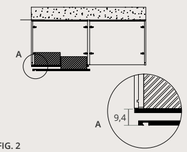

FIG. 2
- Box with Flush-fitting Sliding Door dimensions in depth equal to 9.4 cm (Fig. 2)
- Encombrement des portes en profondeur Box Coulissant coplainaire égal à 9,4 cm (Fig. 2)
- Tiefe der Fronten der Box mit ebenflächigen Schiebetüren 9,4 cm (Abb. 2)
- Espacio ocupado puertas en profundidad Box Corredero Coplanario igual a 9,4 cm (Fig. 2).
- Габариты раздвижных компланарных створок бокса по глубине равны 9,4 см (Рис. 2)
- 共面滑动门柜子深度中的门板尺寸等于9.4 cm (图2)